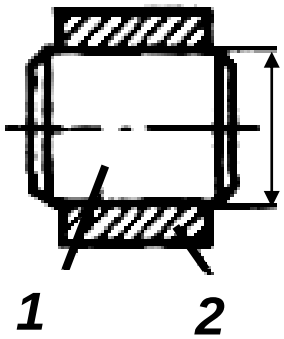

Рисунок 2. Эскиз соединения 2
- Выполните эскиз соединения 2 (рисунок 2)